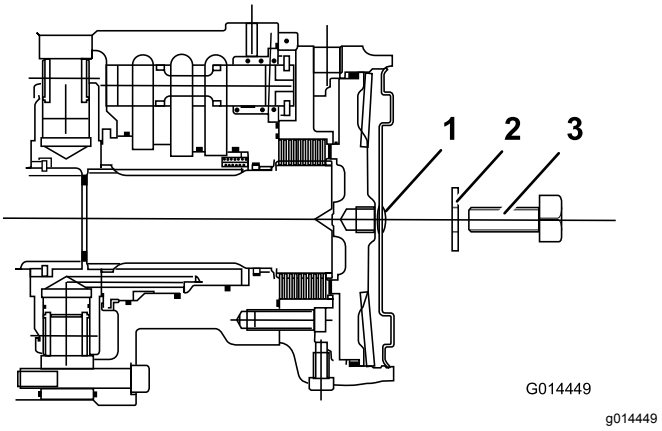

Figur 36
4. För en M12 x 40 mm lång ställskruv med bricka i hålet i mitten på motorns ändplåt (Figur 36).
5. Dra åt ställskruven i det gängade hålet i bromskolven tills bromsen frigörs (Figur 36).
6. Lokalisera den vänstra framhjulmotorns skivbromsenhet och upprepa samma procedur som tidigare (Figur 36).